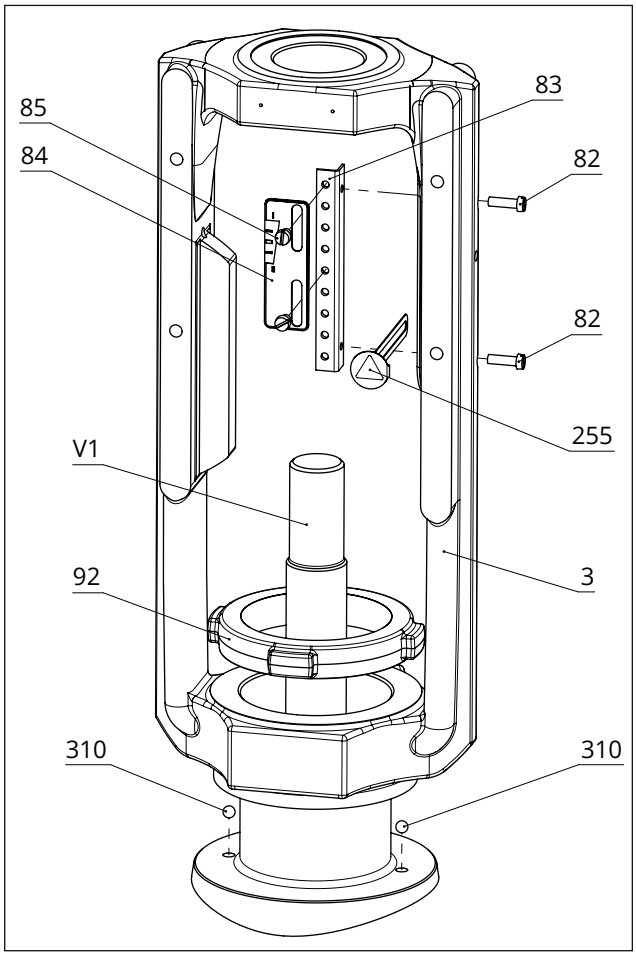
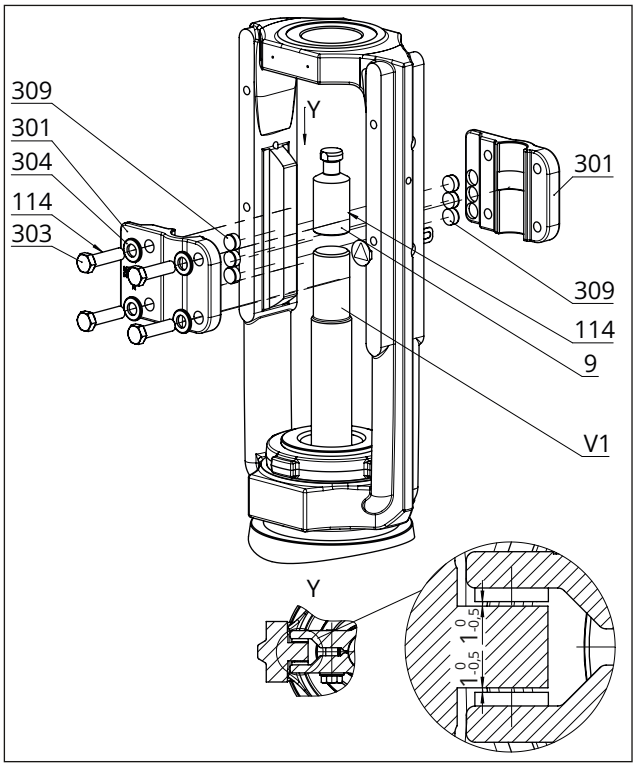

**Fig. 22:** *Overview of yoke assembly with travel indicator scale in the standard version*
**Fig. 23:** *Overview of anti-rotation fixture assembly in the standard version*
See Fig. 22 and Fig. 23
– There is a nominal clearance of 0.5 to 1 mm between the sliding washers and their contact surface on the yoke on each side (see detailed view Y in Fig. 23).